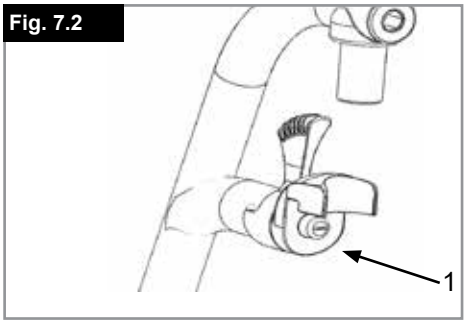

Fig. 7.2
Wanneer er sprake is van speling in de hanger (Fig. 7.2) kan dit worden aangepast. U hoeft hiervoor niet naar de dealer. De pen van de hanger (1) loopt spits toe en de speling kan worden verminderd wanneer de pen enigszins wordt losgedraaid.